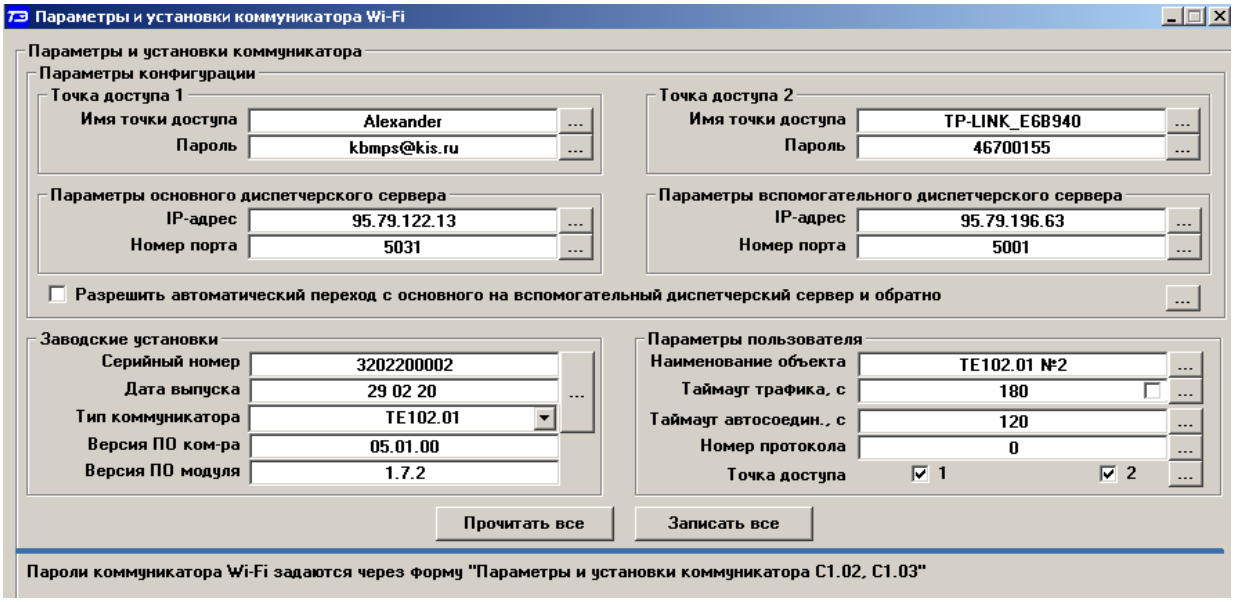

Рисунок 9 - Форма «Параметры и установки коммуникатора Wi-Fi»
- «Параметры и установки коммуникатора Wi-Fi» (рисунок 9);
Поскольку точек доступа может быть две, то параметры обоих точек доступа должны быть введены в окна группы элементов «Точка доступа 1» и «Точка доступа 2» (рисунок 9) и записаны в коммуникатор как параметры конфигурации.